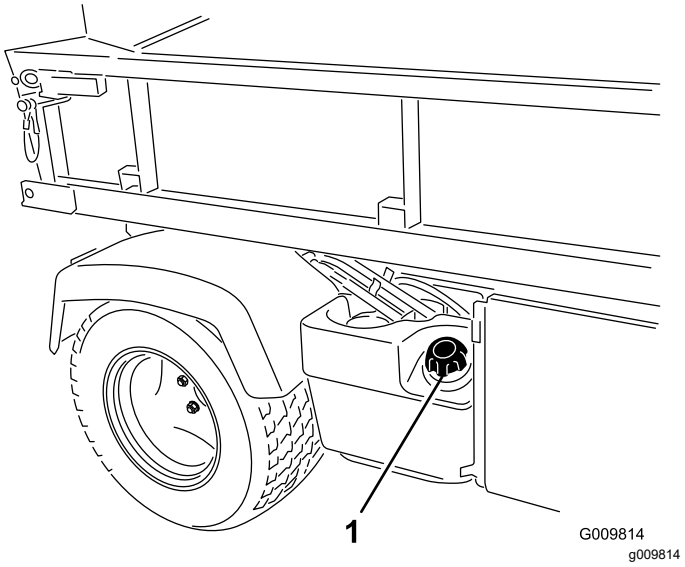

**Figura 13**
2. Retire el tapón del depósito de combustible (Figura 13).